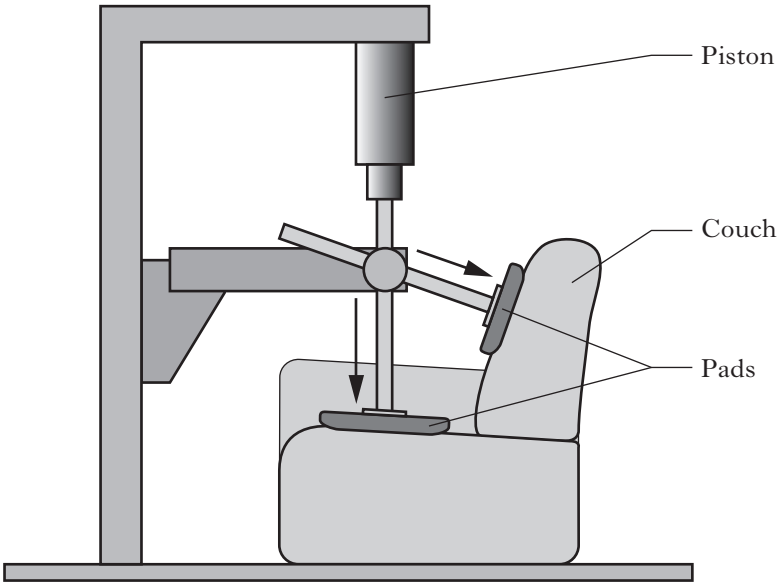

Figure Q1
1. The machine shown in Figure Q1 is used to test the durability of furniture. A piston applies a force to an item of furniture over a large number of repetitions, called cycles.